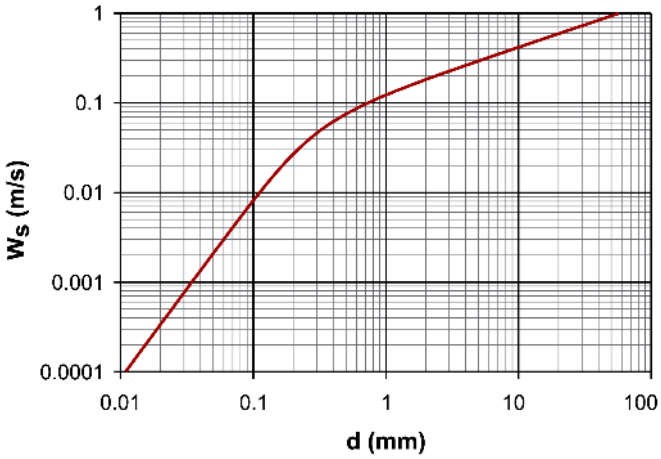

Abb. 1.3: Sedimentationsgeschwindigkeit W_s eines Sandkorns (Durchmesser *d*, Dichte 2650 kg/m³) in Wasser bei 20 °C Quelle: wikipedia.de
***1a)** Fassen Sie die Aussage des Diagramms (Abb. 1.3) zusammen.*